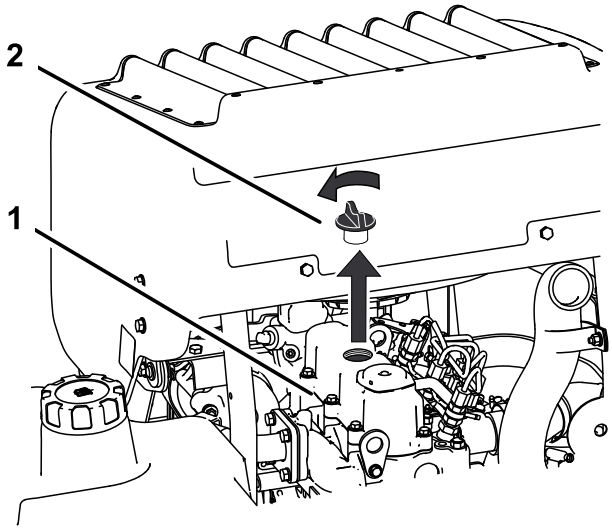

Figuur 45
6. Verwijder de vuldop op de bovenkant van de motor (Figuur 45). Hierdoor kan de olie makkelijker weglopen.
2. Verwijder de vuldop en de peilstok (Figuur 45).